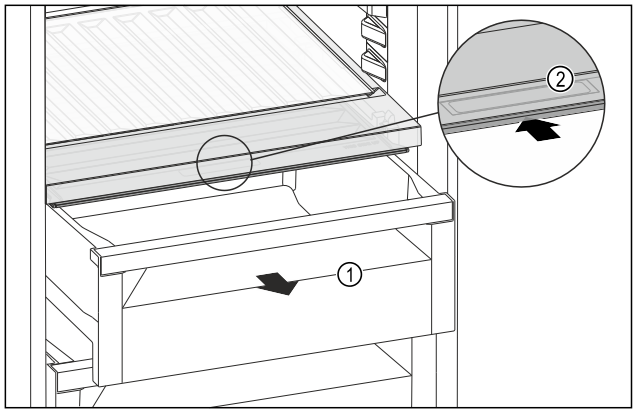

Fig. 134
▶ Extraer el compartimento *Fig. 134 (1)*.
▶ Agarrar el tirador empotrado *Fig. 134 (2)* en la tapa del compartimento y tirar de la tapa del compartimento hacia atrás al mismo tiempo.